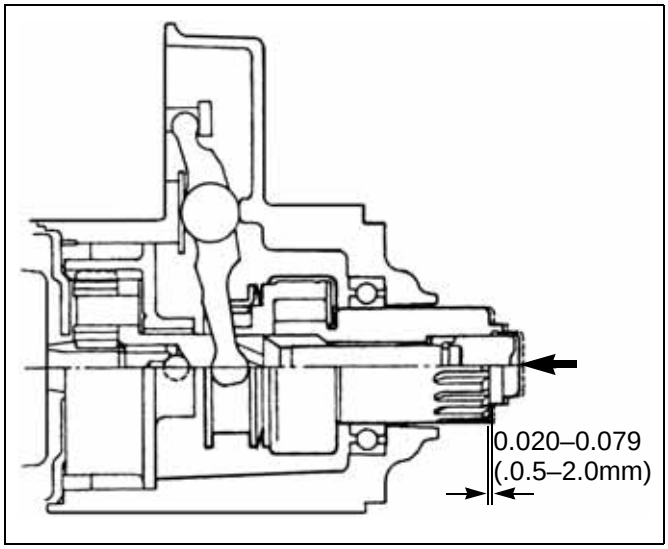

Fig. 5-35
b. Push pinion back by hand and measure the amount of the pinion movement as shown in page 5-17, Fig. 5-35. If the amount does not fall within limit, adjust it by adding or removing shims which are located between switch and front bracket. Adding shims decreases the amount of the movement.